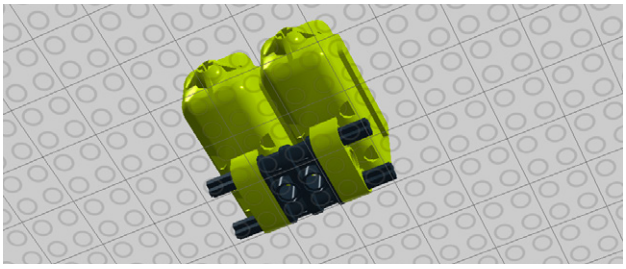

Figure 4-45. *Step 40: Attaching touch sensors*
40. Add two touch sensors to the cross axles as seen in Figure 4-45.